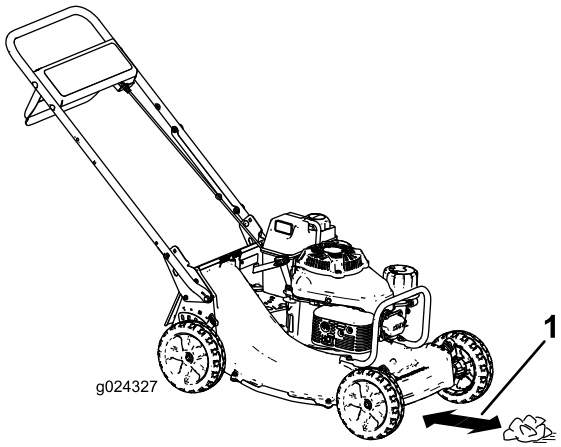

Figur 18
4. Placera tidningspappersbollen ca 13 cm framför gräsklipparen (Figur 18).